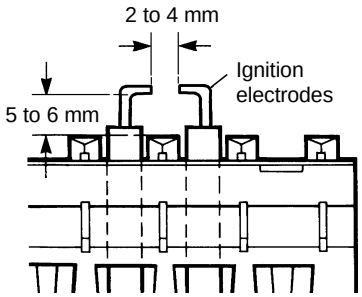

**Fig. 21**
5. **Ignition electrodes - Fig. 21.**
Fit the new electrodes, ensuring they are positioned correctly and the spark gap is correct (see Fig. 21).